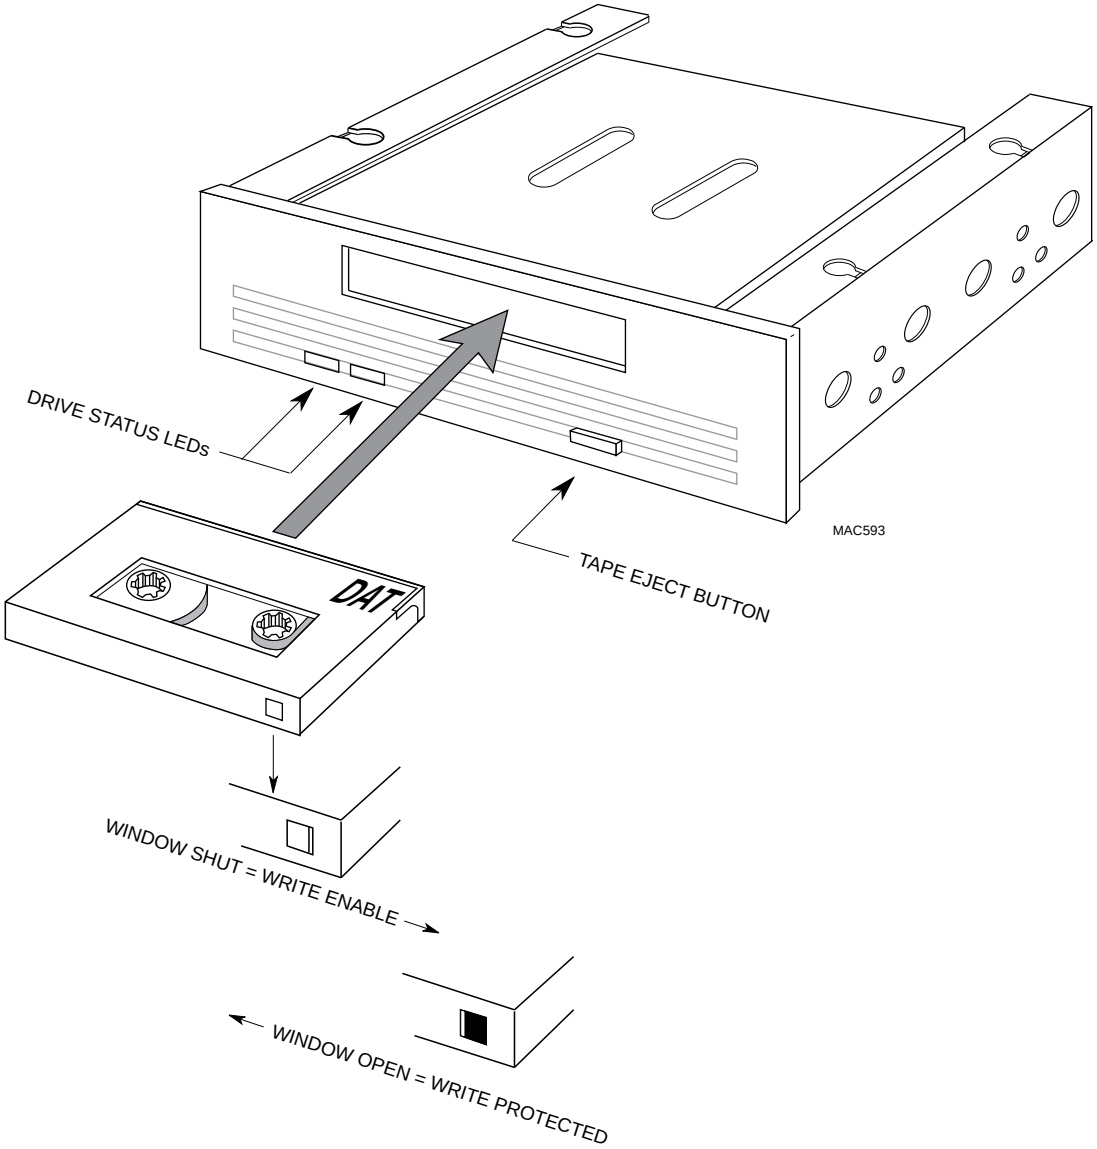

Figure 11. DAT AM-647 Tape Drive.
1. In order to save data to the tape, the window on the tape cartridge must be in the write enable position. Figure 11 shows the tape window in both "write enable" and "write protected" positions.
2. The 4mm tape inserts as shown in Figure 11. As you insert the tape through the tape door, the DAT drive takes over the load operation by mechanically pulling the tape cartridge into the load position, just like your home VCR.
5. To unload the tape cartridge from the AM-647 DAT drive, you press the tape eject button, which is shown in Figure 11. The drive will automatically eject the tape.